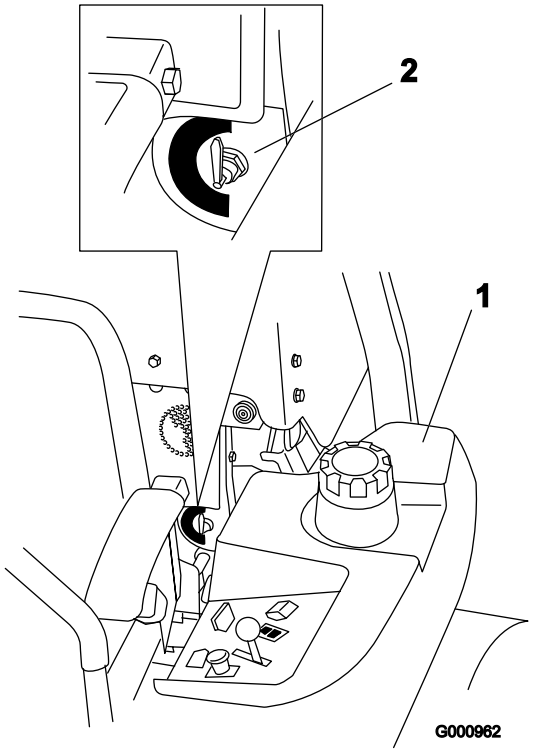

Figur 7
Enheten har försetts med två bränsletankar, en på vänster sida och en på höger. Båda tankarna är anslutna till bränsleväljarkranen. Därifrån går en gemensam bränsleledning till motorn (Figur 7).
Vrid bränsleväljarkranen till vänster (LH) för att använda den vänstra bränsletanken. Vrid bränsleväljarkranen till höger (RH) för att använda den högra bränsletanken (Figur 7).